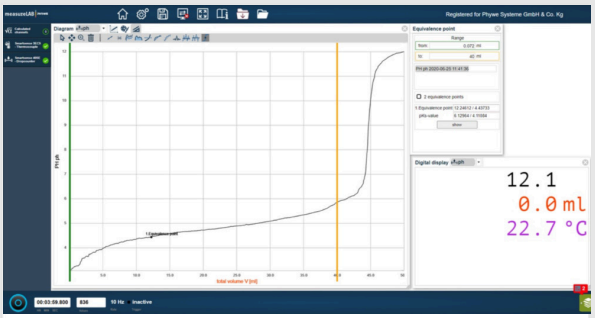

Fig. 5: Equivalence point and pK_a
- To have the equivalence point and the pK_a value displayed use  (Fig 5).